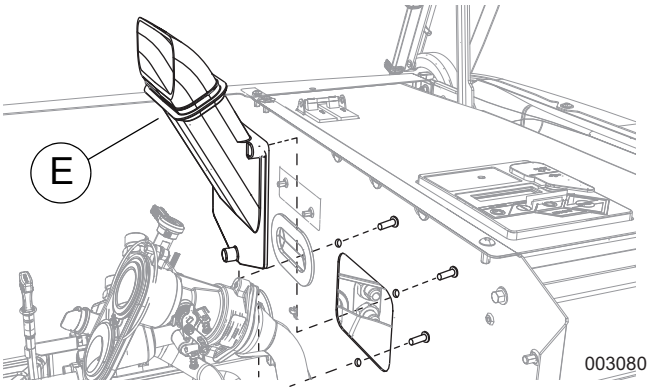

Рисунок 8. Снятие патрубка (11–22 кВт)
3. См. *Рисунок 8*. Выкрутите три монтажных винта позади разделительной панели двигателя, чтобы отсоединить патрубок (E).